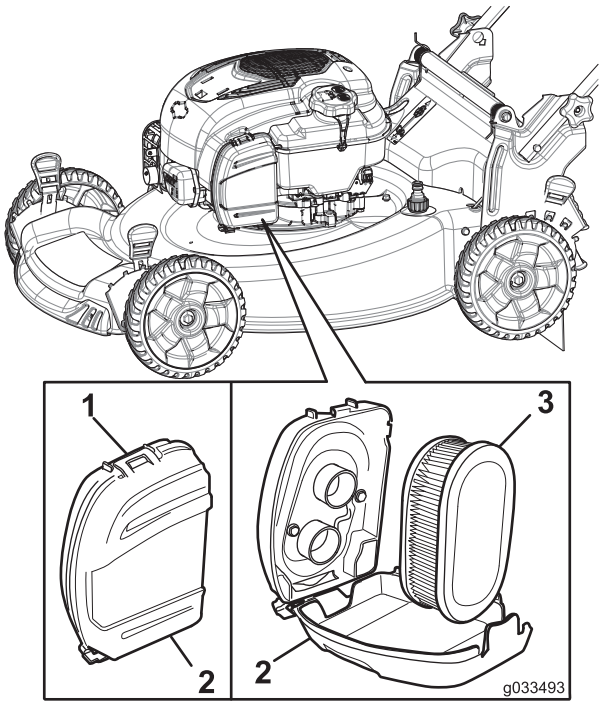

Figuur 30
1. Maak de sluiting van het luchtfilterdeksel los (Figuur 30).
2. Verwijder het luchtfilter (Figuur 30).